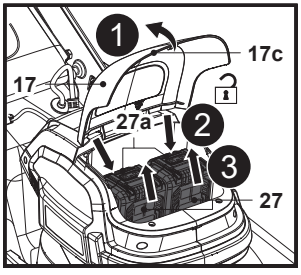

Fig. 8
1. Lift the magnetic lid (17c) and open the battery compartment cover (17) (Fig. 8, step 1).
2. Press down the release button (27a) to unlock the latch of battery pack (27) (Fig. 8, step 2).
3. Slide out the battery pack (27) from the battery compartment (Fig. 8, step 3).
4. Repeat the above steps to remove another battery pack (27).
5. Carefully close the battery compartment cover (17).